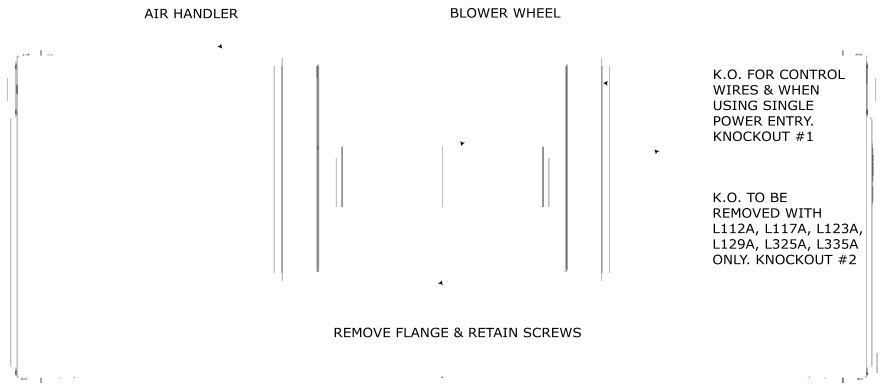
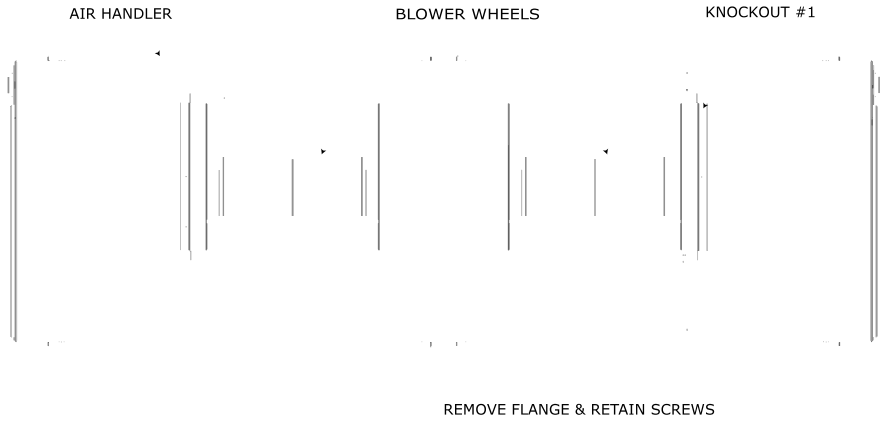

Figure 1. Top of Air Handler Single Blower
Figure 2. Top of Air Handler Dual Blower
1. Remove duct flange from around air discharge on top of the air handler. Retain screws and flange for (optional) installation on top of the heater. See Figure 1 and Figure 2.
2. Remove the control wire knockout (Knockout #1) from top of air handler (see Figure 1 and Figure 2), and insert plastic bushing supplied with heater. This knockout will also be used if single point power entry is utilized.
Note: *Important! For ventilation purposes, Heaters L112A, L117A, L123A, L129A, L325A, and L335A require that an additional knockout (knockout #2) be removed (see Figure 1).*